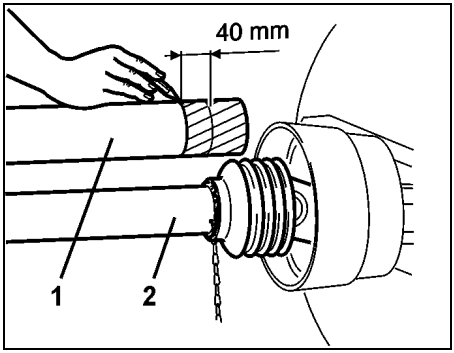

Rys. 17
- Połówki wałka (Rys. 17/1) i (Rys. 17/2) przyłożyć do siebie w najkrótszej i najdłuższej pozycji roboczej i sprawdzić ich **wzajemne pokrycie profili**.